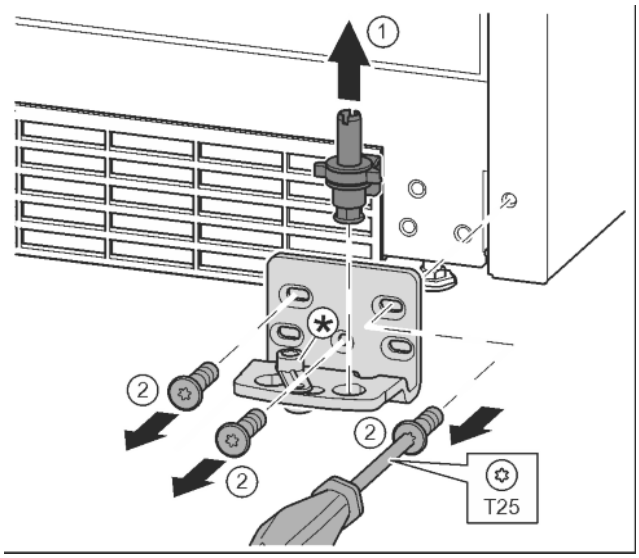

Fig. 16
- ▶ Опорный палец полностью извлечь движением вверх. *Fig. 16 (1)*
- ▶ Открутить винты отверткой T25 и снять опорный кронштейн. *Fig. 16 (2)*